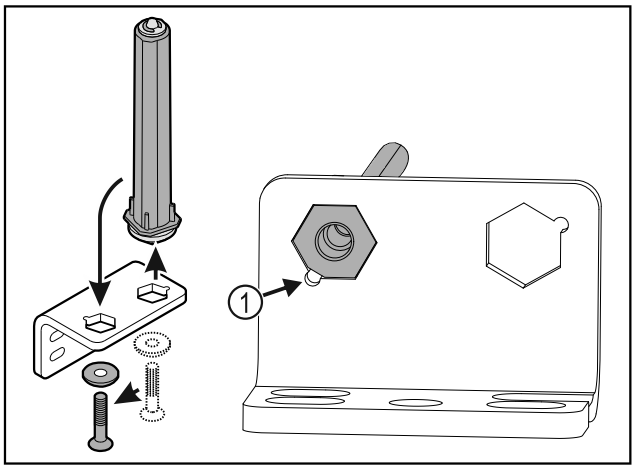

*Fig. 29*
▶ Aveți în vedere ca la introducere, teșitura bolțului *Fig. 29 (1)* să fie orientată spre orificiul rotund.